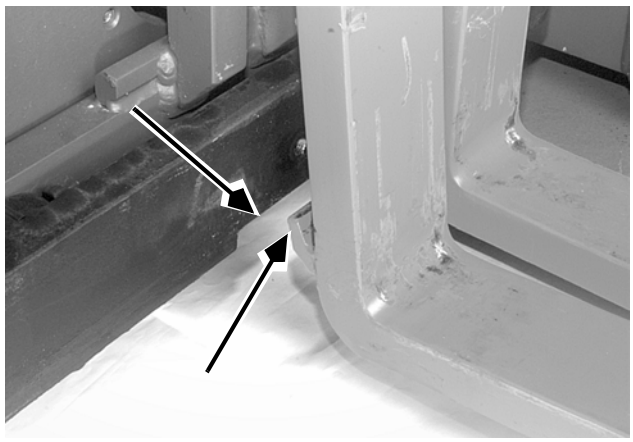

Figure 7-268: Fork Removal (with Tilt and Sideshift)
4. Slide the fork toward the cutout. Once the fork is aligned with the cutout, pull up on the tip of the fork and move the fork away from the lower cross member. See Figure 7-268.
2. Place the top of the fork onto the upper cross member, over the cutout in the lower cross member. See Figure 7-268.